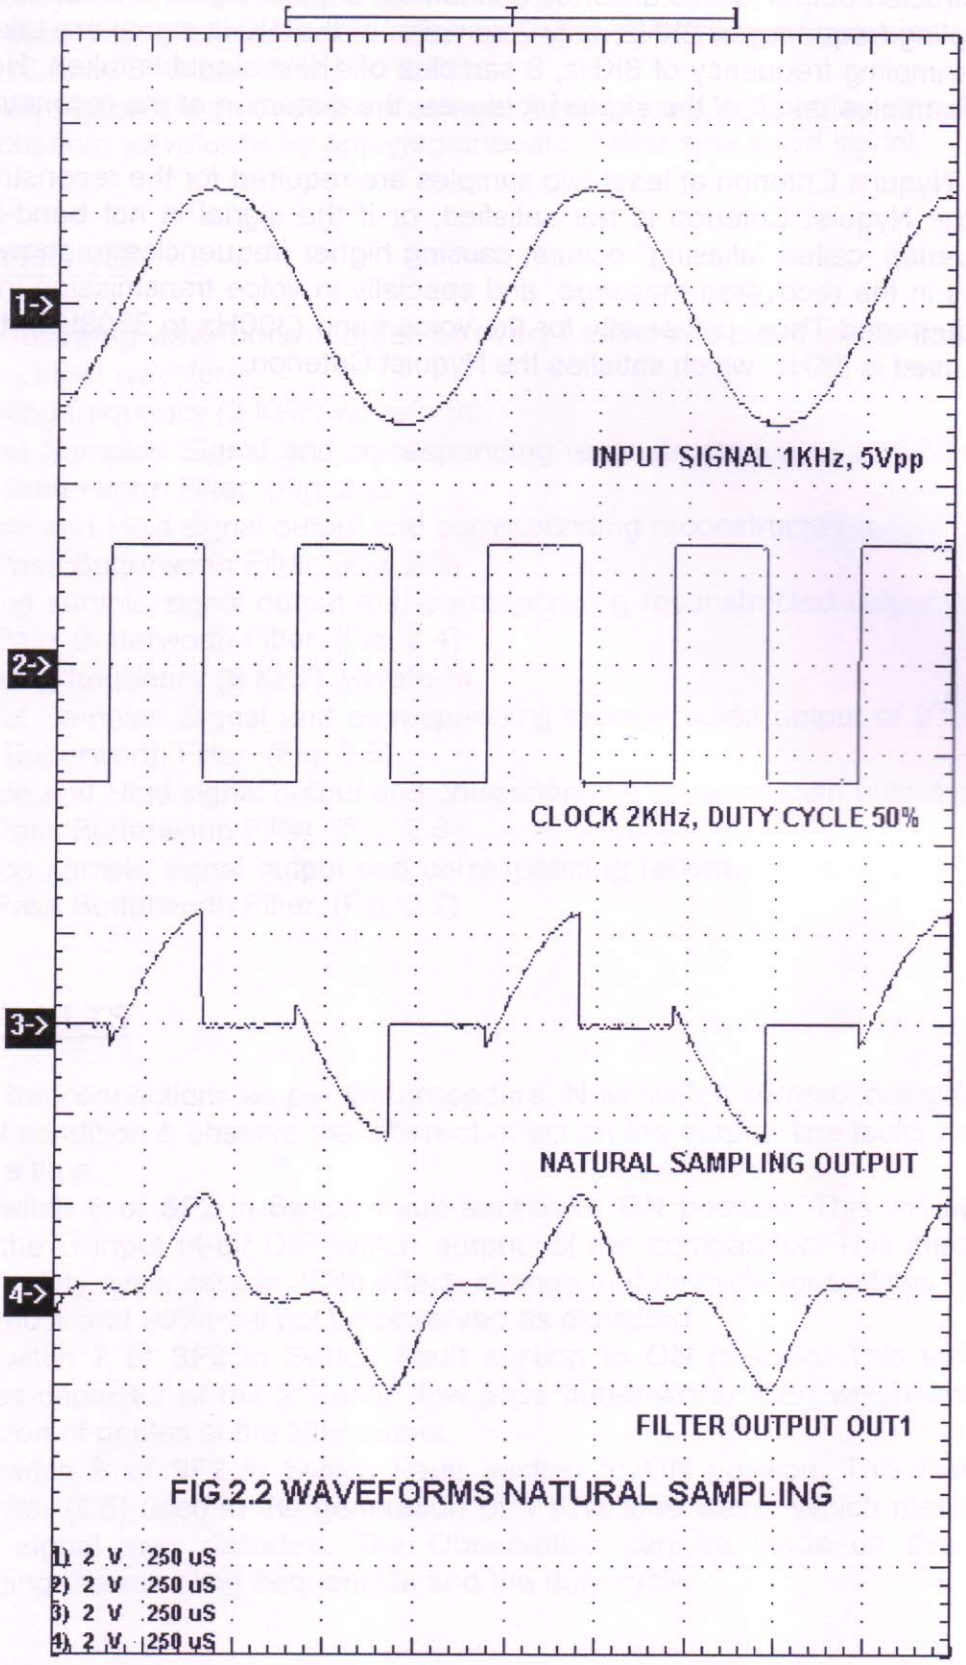

FIG.2.2 WAVEFORMS NATURAL SAMPLING
- Natural Sampled Signal and corresponding reconstructed output of 2nd order Low Pass Butterworth Filter. (Fig. 2.2)